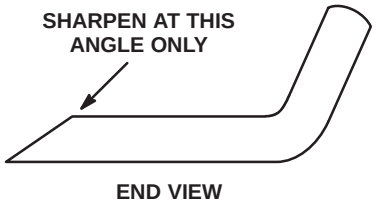

Figure 30
3. Examine the cutting edges of all blades. Sharpen the cutting edges if they are dull or nicked. Sharpen only the top side of the cutting edge and maintain the original cutting angle to ensure sharpness (Fig. 30). The blade will remain balanced if the same amount of metal is removed from both cutting edges.